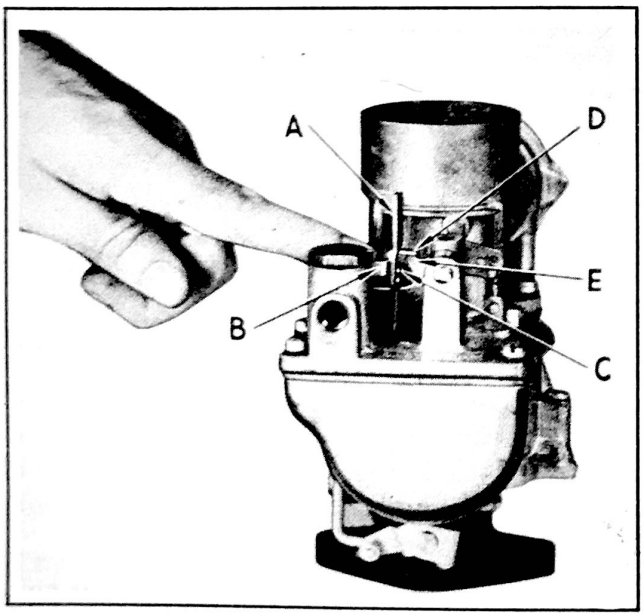

Figure 59
METERING ROD SETTING - Models 10, 18. Remove the metering rod and insert gauge J-1265 (2.468") (A) Fig. 59 and 60, in its place.